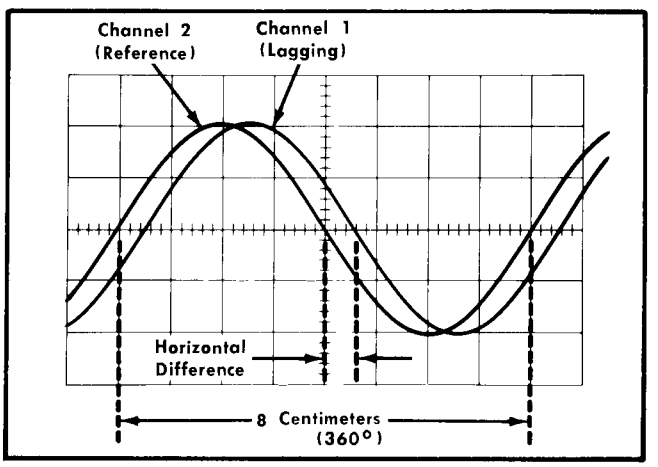
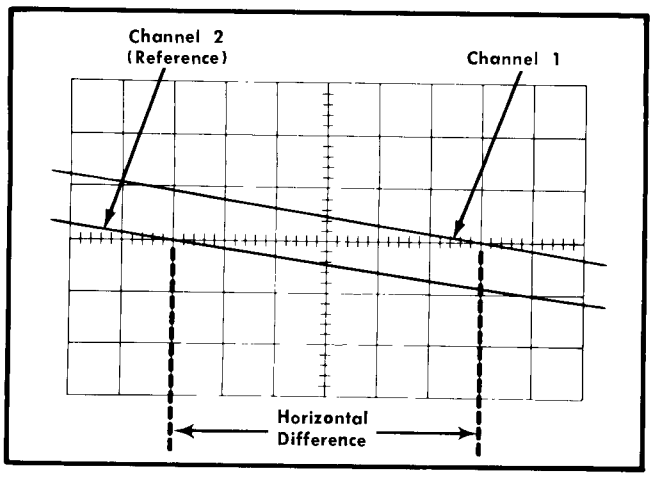

Fig. 2-18. Measuring phase difference.
Fig. 2-19. High resolution phase-difference measurement with increased sweep rate.
10. Turn the VARIABLE A control until one cycle of the reference signal (channel 1) occupies exactly eight divisions between the first and ninth graticule lines (see Fig. 2-18). Each division of the graticule represents 45° of the cycle (360° ÷ 8 centimeters = 45°/centimeter). The sweep rate can be stated in terms of degrees as 45°/centimeter.
Example. Assume a horizontal difference of 0.6 centimeter with a sweep rate of 45° as shown in Fig. 2-18.
Example. If the sweep rate were increased 10 times with the magnifier, the magnified sweep rate would be 45° ÷ 10 = 4.5°/division. Fig. 2-19 shows the same signals as used in Fig. 2-18 but with the MAG switch set to ×10. With a horizontal difference of 6 centimeters, the phase difference would be: